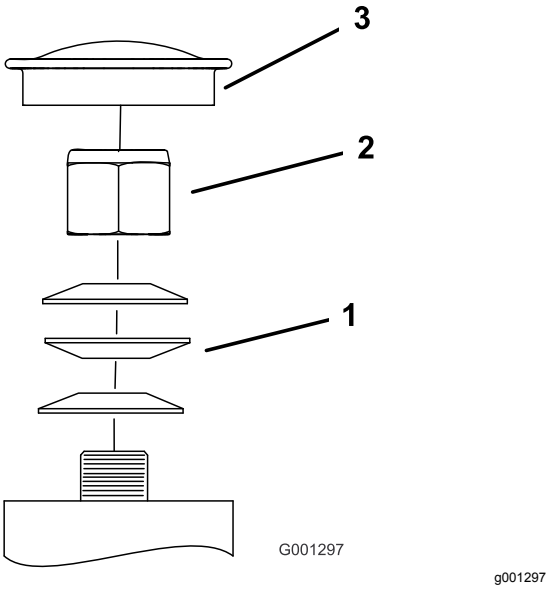

Rysunek 73
3. Zdejmij nakładkę przeciwpyłową z koła samonastawnego i dokręć nakrętkę zabezpieczającą (Rysunek 73).
4. Aby poprawnie ustawić wstępne obciążenie łożysk, dokręcaj nakrętkę do momentu, aż podkładki sprężyste będą płaskie, a następnie odkręć o 1/4 obrotu (Rysunek 73).
Ważne: **Upewnij się, że podkładki sprężyste są poprawnie założone, jak zostało to pokazane na Rysunek 73.**
5. Dokręcić pokrywkę przeciwpyłową (Rysunek 73).